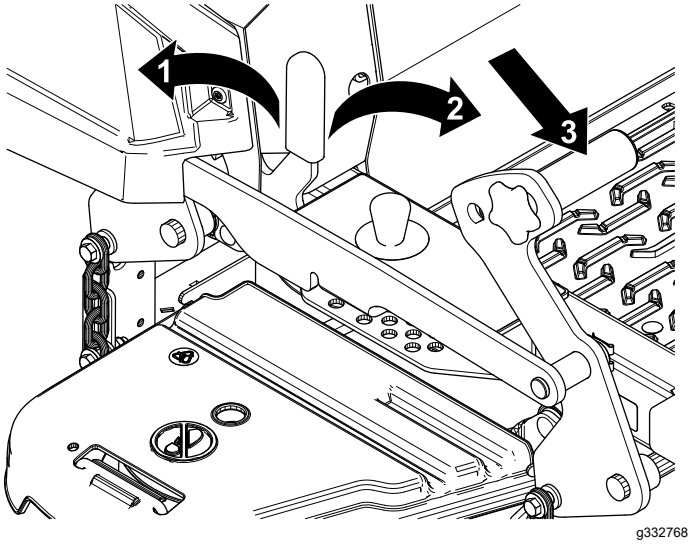

Bild 28
1. Drücken Sie das Mähwerkhubpedal ganz nach vorne, um das Mähwerk in der TRANSPORTstellung (Bild 28) zu arretieren.
2. Drücken Sie das Mähwerkhubpedal nach vorne und schieben Sie die Transportsicherung nach vorne bis zur ENTRIEGELN-Stellung und senken Sie dann langsam das Mähwerk ab. (Bild 28).